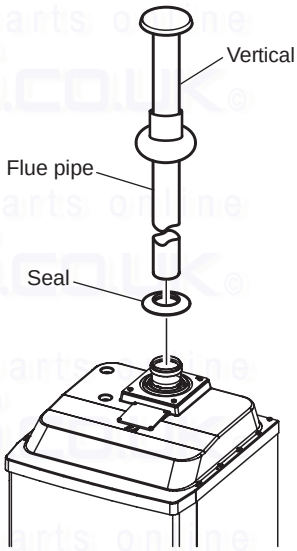

**Fig. 15**
***Vertical kit - see Figs. 15 and 16, and refer to Section 3.4.***
The maximum vertical length (without bends) for flue pipe is 17 m (CD90S) or 14 m (CD115S) (see Figs. 15 and 16).